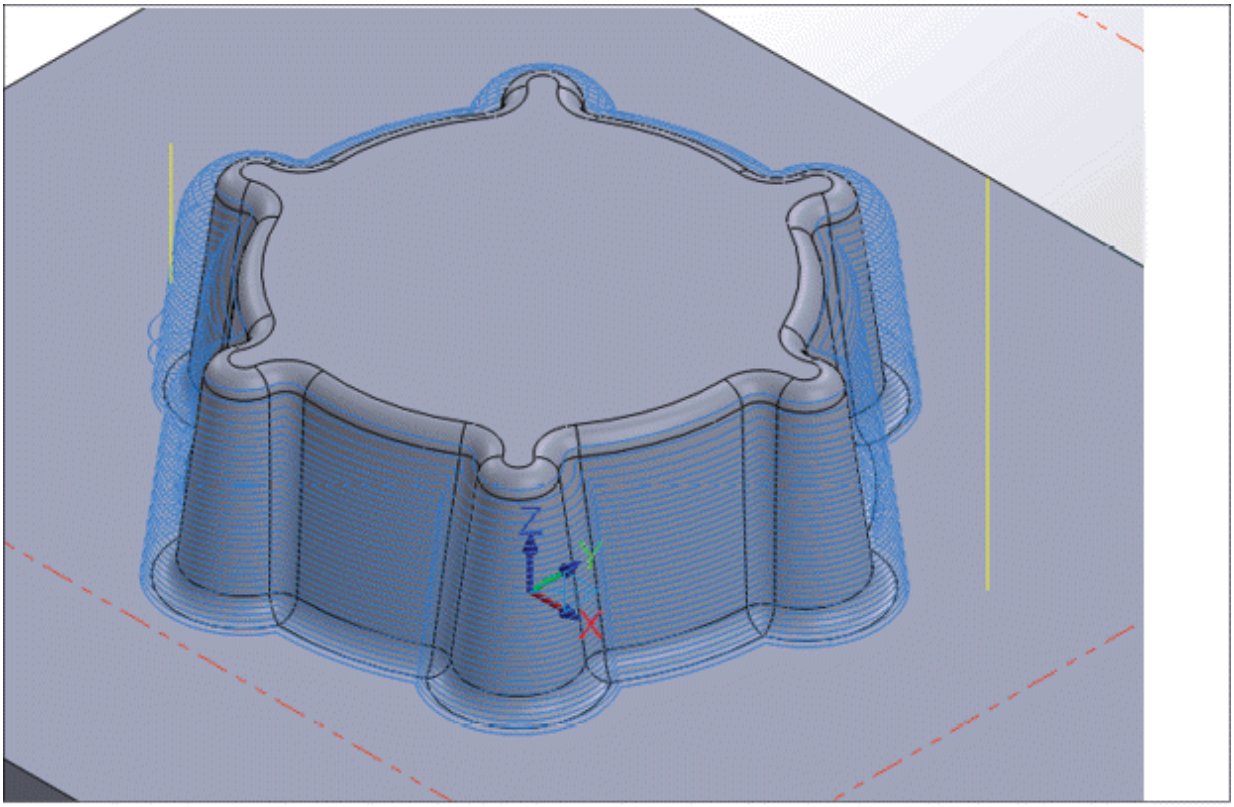

Figure-43. Waterline toolpath generated
- Set the other parameters as discussed earlier and click on the **OK** button. The toolpath will be generated; refer to Figure-43.